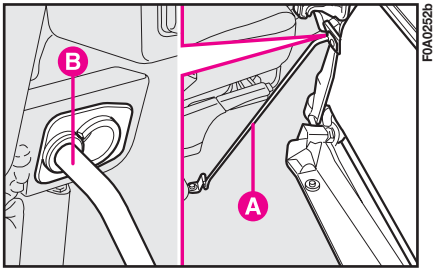

fig. 56
– bloquer le siège en utilisant la tige spécifique **A-fig. 56** en l'introduisant dans l'endroit prévu **B** obtenu dans le siège même.